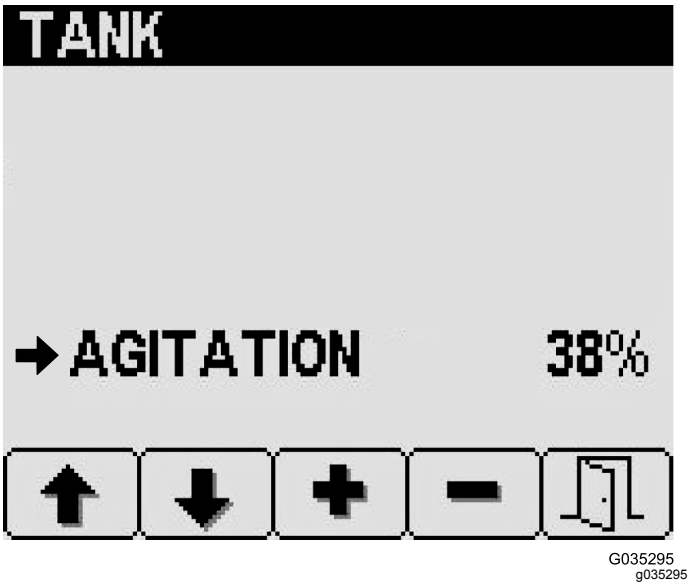

Figur 26
2. På skærmen Tank skal du trykke på knap to for at navigere til muligheden Omrøring (Figur 26).
3. Tryk på knap tre (hæv) eller knap fire (sænk) for at justere procenten af sprøjtepumpegennemstrømning, der bruges til tankomrøring (Figur 26).